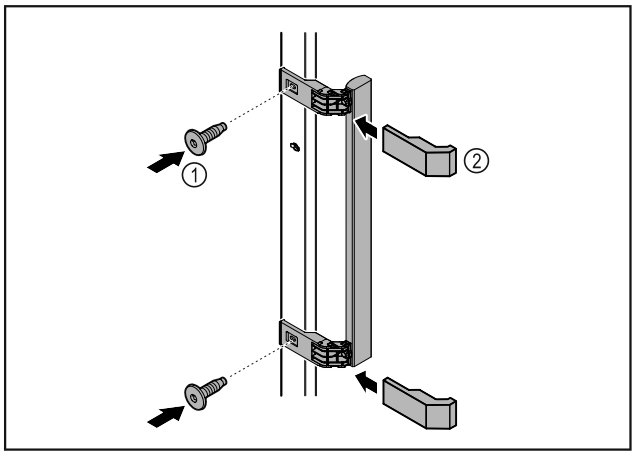

Fig. 4
▶ Attach handle from accessory kit to the door using the screws supplied *Fig. 4 (1)*.
▶ Put on cover *Fig. 4 (2)*.